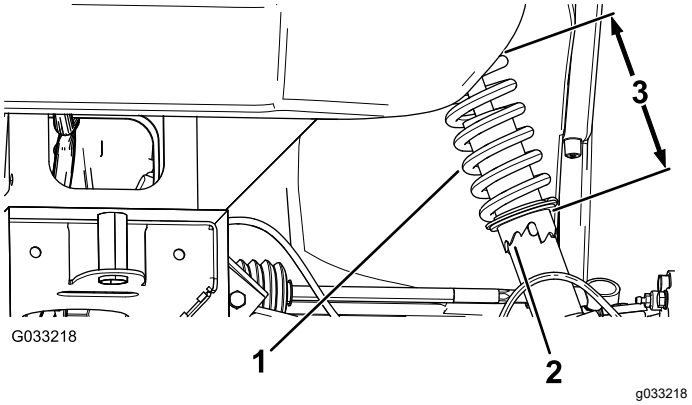

Figuur 55
2. Als de vlucht van het wiel onjuist afgesteld is, draai dan met de schroefsleutel aan de kraag van de schokdemper tot het wiel uitgelijnd is (Figuur 55).